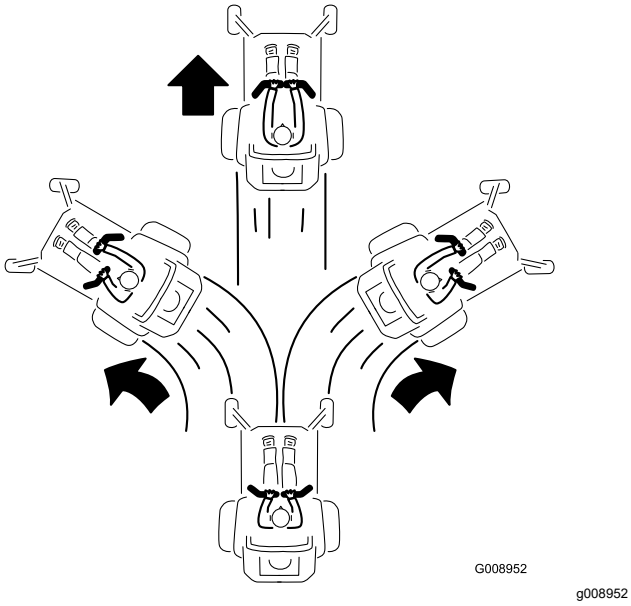

Figura 19
2. Para ir hacia adelante, empuje lentamente las palancas de control de movimiento hacia adelante (Figura 19).